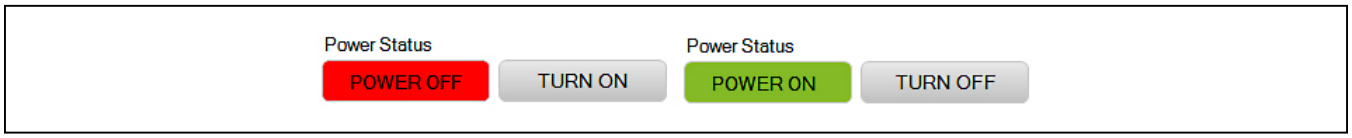

Figure 11. Power On Device
d. Select the appropriate part in the “Device Type” drop-down box (see Figure 11).